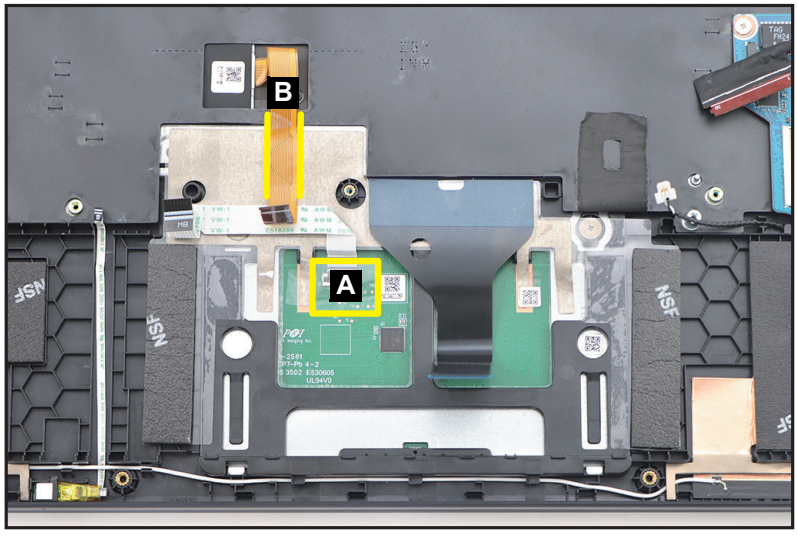

Figure 1-46. Touchpad Module Removal
1. Detach the mylar (A) securing the touchpad FFC connection. Then carefully detach the keyboard backlight FPC (B) from its underneath adhesive (highlighted with the yellow lines) as shown in Figure 1-46.